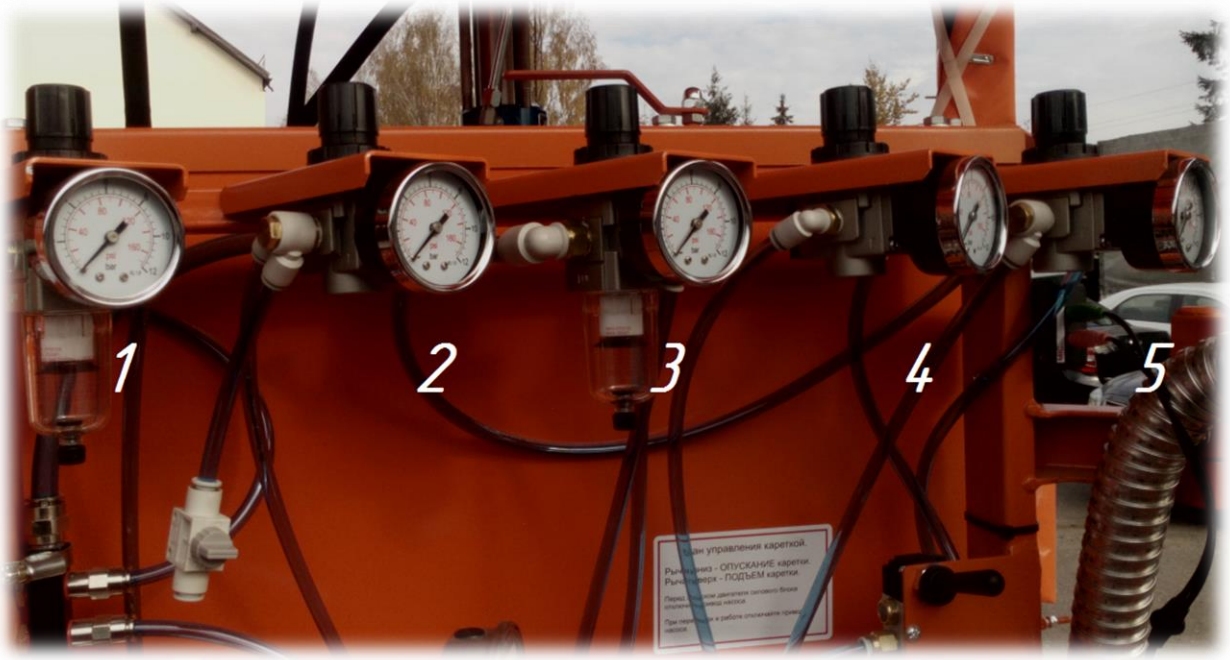

Рис. 22
(см. расположение приборов по нумерации на рис. 22).
- Следите за состоянием фильтроэлементов в колбах фильтров-регуляторов 1 и 3 (см.рис.22). В случае загрязнения необходимо установить новые фильтроэлементы.